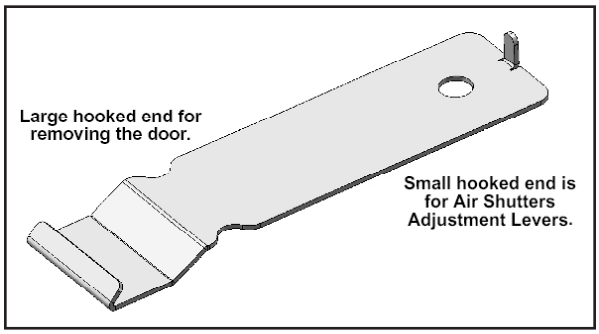
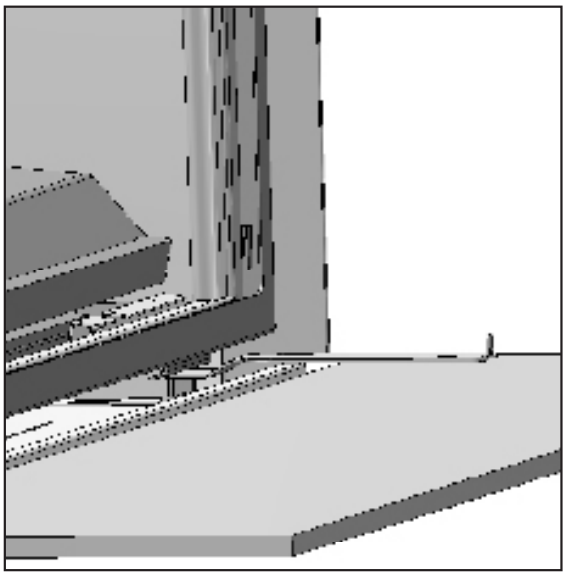

Figure 45: Door Latch /Air Adjustment Tool.
Figure 47: Door Latch Tool in Place.
1) The fireplace door is hung on two (2) hooks on the top of the firebox. The two (2) door latches at the bottom of the firebox hook over the tabs on the bottom of the door frame.
2) Lower the door latch tool underneath the door frame. Catch the lower door latch with the door latch tool (see Figure 45) and pull it out slightly, then down. Once the lower door latch clears the tab on the bottom of the door frame, release it inwards and then remove the door latch tool. Refer to Figures 47 & 48.